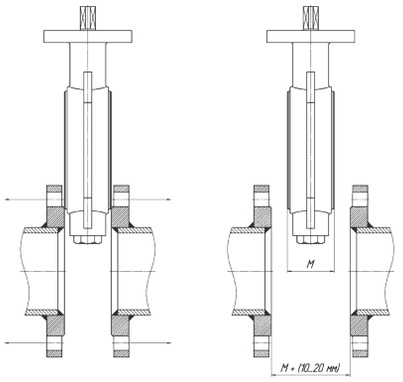

Рис. 5
1. Проверить расстояние между фланцами, при необходимости раздвинуть фланцы в размер, превышающий строительную длину затвора на 10-20 мм, используя для этого подручные приспособления. (Рис. 5)